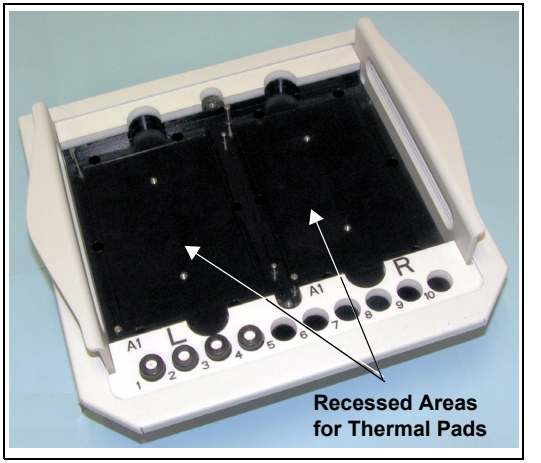

Figure 5-38. Well Plate Tray with Thermal Pads Removed
6. Note the two slightly recessed rectangles on the well plate tray (see Figure 5-38).